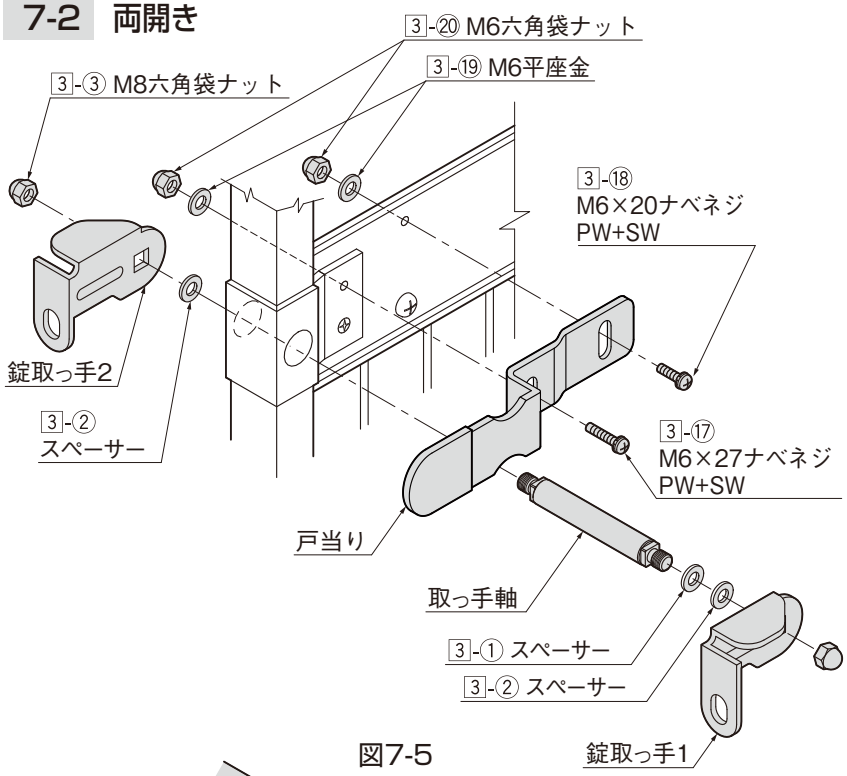

図7-5
❶錠取っ手１、錠取っ手２を取っ手軸と3-①、3-②と3-③で組付けてください。
❷扉の開く方向にあわせて戸当りを取付けてください。このとき戸当りは水平になるよう調整して取付けてください。取付けるネジは錠パネルを固定しているネジをはずして付属の3-⑰、3-⑱で扉に取付けてください。（図7-5参照）